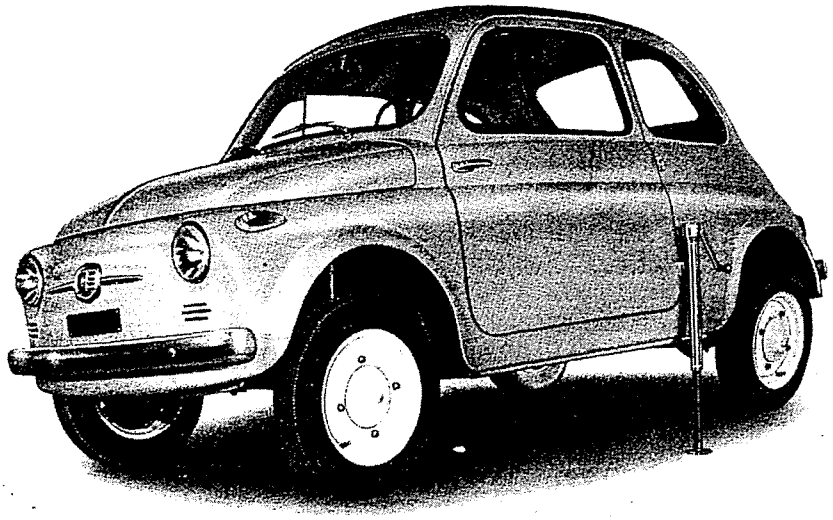

Abb. 303.
c) Den Einsteckzapfen des Wagenhebers in die Stütze (Abb. 303) unter dem Wagenboden einsetzen und den Wagen, durch Drehen der Kurbel des Wagenhebers, anheben.